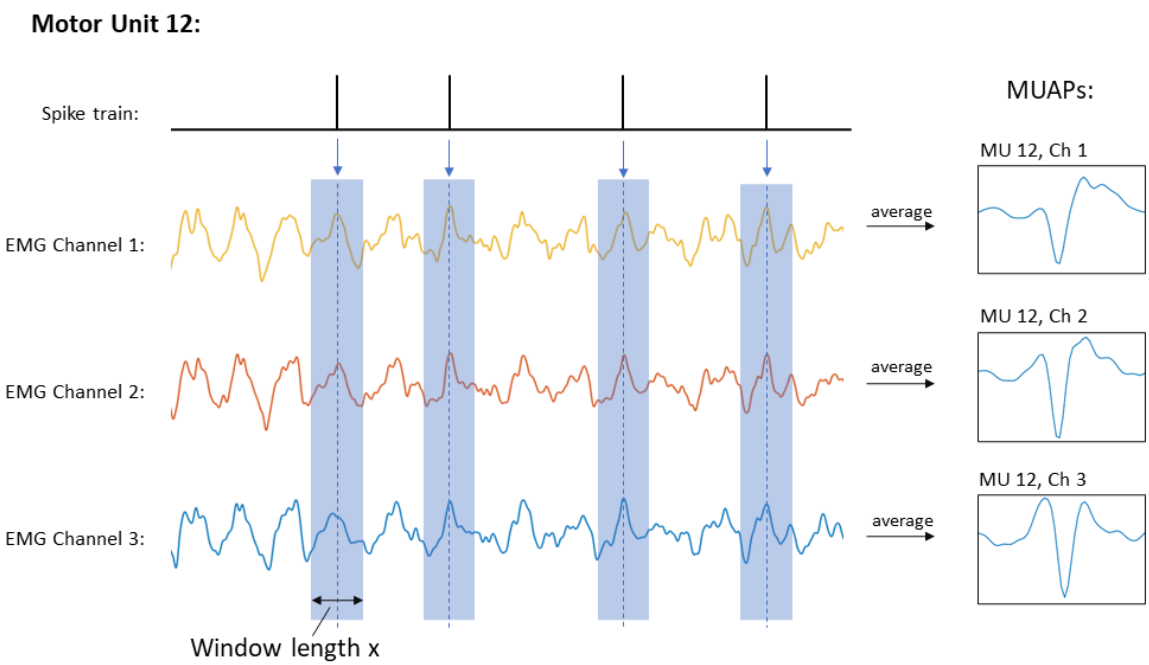

Figure 4: Concept of Spike triggered averaging. STA results in the MUAPs for each channel of the respective motor unit.
Spike triggered averaging (STA) is a useful event detection technique that is often used in neural signal processing. STA is a measure to relate the spike trains to a continuous signal, in our case the raw EMG signal. It represents the average EMG signal shape inside a window around the times of spike occurrences and is therefore equivalent to the cross-correlation between the EMG signal and the spike train. As a result, the STA gives us the average **motor unit action potential (MUAP) shape** of a motor unit for each channel of our EMG data. Figure 4 illustrates the concept of STA with the spike train of an exemplary Motor Unit #12 (Note: this is not the MU #12 from the data we gave you).
4.2. Arrange the RMS values for each MU in a vector according to the position of the electrodes, and **plot the resulting matrix of all motor units as a heatmap with 17 columns (one for each MU)** (MATLAB: `imagesc()`) **in one plot. (2 pts)** See Figure 4 for an exemplary heatmap of one motor unit. This way you can see the MUAP amplitude color-coded in the area of the EMG electrode grid, visualizing the corresponding motor unit location in the underlying muscle.